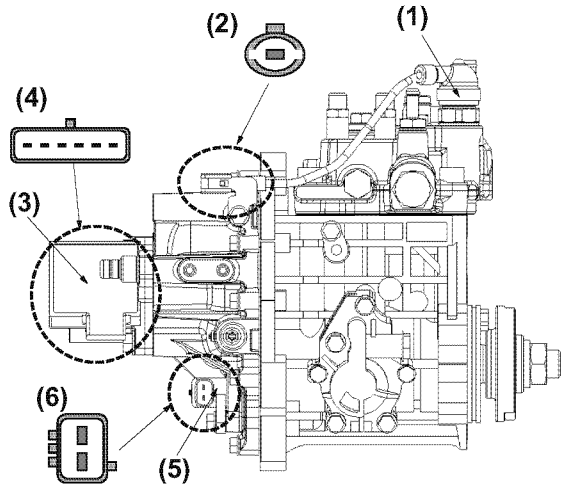

Figure 7-2
- When the cold start device is activated, you may notice a slight increase in the exhaust smoke of the engine during engine warm-up. Electronically controlled engines 3TNV84T-Z, 4TNV84T-Z, 4TNV98-Z, 4TNV98-E, and 4TNV98T-Z use a cold start device (CSD) that consists of a fuel injection pump complete with a solenoid valve **(Figure 7-2, (1))**.
Electronically controlled engines 4TNV84T-Z, 4TNV98-Z, 4TNV98-E, and 4TNV98T-Z are quipped with an electronically controlled governor called "Eco Governor". Combined with the rack actuator **(Figure 7-2, (3))**, engine speed sensor **(Figure 7-2, (5))**, and other parts, the electronically controlled governor communicates with the engine controller (E-ECU), whereby the engine speed and fuel injection rate are controlled.